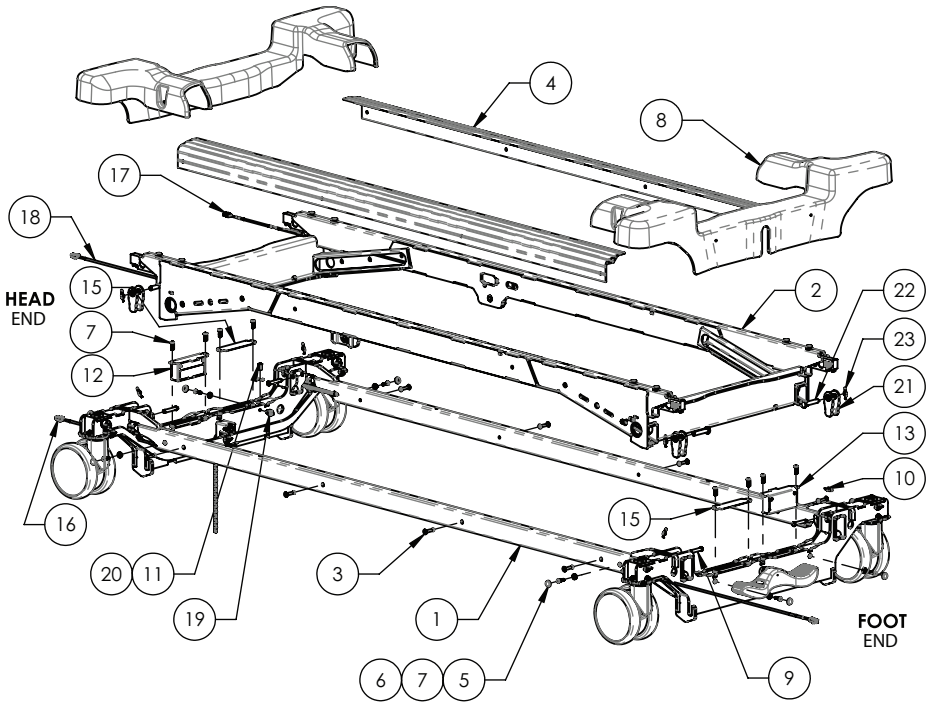

Figure 36 – Remplacement de l'ensemble de cellule de pesage
5. À l'aide d'un petit tournevis à tête plate, retirer et conserver les quatre cache-vis du couvercle des roulettes (6) (Figure 36).
6. À l'aide d'un tournevis cruciforme n° 2, retirer et conserver les quatre vis (7) et rondelles (5) qui fixent le couvercle des roulettes (8) à l'ensemble soudé du châssis de la base (Figure 36). Retirer et conserver le couvercle des roulettes.
8. À l'aide d'une pince à becs fins, retirer et conserver la goupille bêta (23) et la broche (22) du haut de la liaison de la cellule de pesage (21) (Figure 36).
11. À l'aide d'un tournevis cruciforme n° 2, retirer et conserver les deux vis (7) qui fixent le couvercle d'inspection (15) à l'ensemble soudé du châssis de la base (Figure 36). Retirer et conserver le couvercle d'inspection.
12. À l'aide d'un tournevis cruciforme n° 2, retirer et conserver les deux vis (7) qui fixent l'ensemble du support de pesée (12 [côté tête], 13 [côté pieds]) à l'ensemble soudé du châssis de la base (Figure 36). Retirer et conserver l'ensemble de carte du système de pesée.